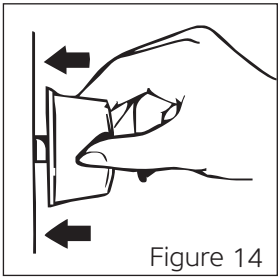
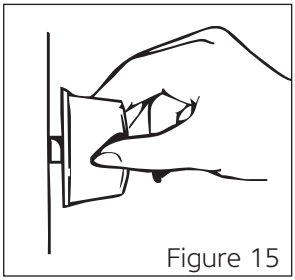
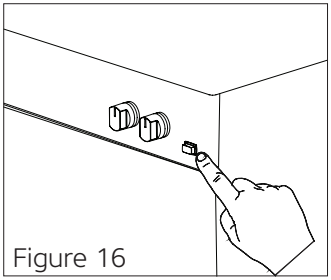

Figure 14
Figure 15
Figure 16
**3.** To use the cooker burner of your preference, first press the knob in the direction of the arrow and wait 5 seconds for air to escape from the pipes (See figure 14).
**In Models With Manual Ignition;** you can ignite the cooker burner of your preference with an igniter (Match, lighter) by rotating the knob (See figure 15).
*** In Models With (Auto) Ignition With A Knob;** you can ignite the cooker burner of your preference by pressing the knob in the direction of the arrow (See figure 14) and rotating the knob (See figure 15).
*** In Button Ignited Models;** first, press the button on the control panel (See figure 16). Then, by pressing your preferred cooker burner knob in the direction of the arrow, you can ignite the cooker burner (See figure 14).